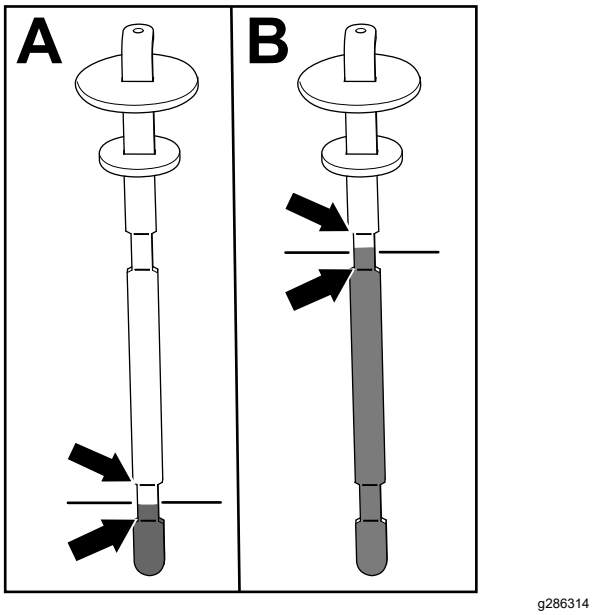

Figura 80
5. Rimuovete l'asta di livello e verificate il livello del fluido (Figura 80).
- **Se montate un apparato di taglio:** il livello del fluido idraulico è corretto quando il fluido è compreso tra le 2 tacche di livello inferiori dell'asta (A nella Figura 80). Il livello del fluido è accettabile anche quando è più alto delle tacche inferiori.
- **Se montate il kit dell'impianto idraulico ausiliario:** il livello del fluido idraulico è corretto quando il fluido è compreso tra le 2 tacche superiori dell'asta (B nella Figura 80).